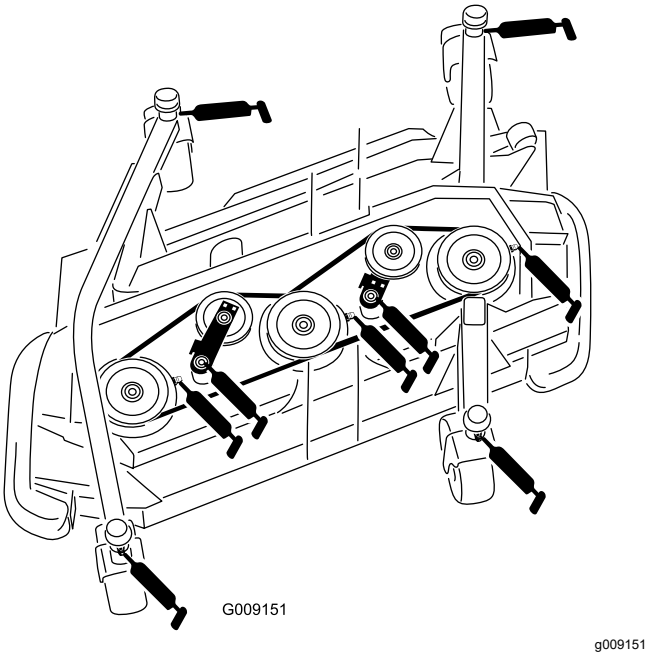

Figur 85
- 4 bussningar för hjulgaffelaxeln (Figur 85)
- 3 lager för spindelaxeln (på spindelhuset) enligt Figur 85
- 2 vridfästesbussningar för mellandrevsarmen (på mellandrevets svängtappsaxel) enligt Figur 85